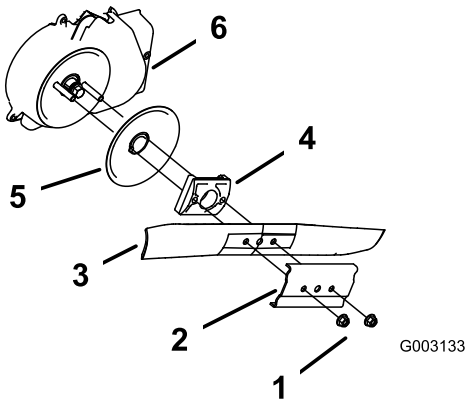

Figura 31
3. Retire las 2 tuercas de la cuchilla y el refuerzo (Figura 31).
4. Retire la cuchilla (Figura 31).
5. Retire el impulsor de la cuchilla y el disco (Figura 31).
6. Retire el protector del embrague del freno de la cuchilla (Figura 31).
10. Instale la cuchilla y el refuerzo que retiró anteriormente (Figura 31).